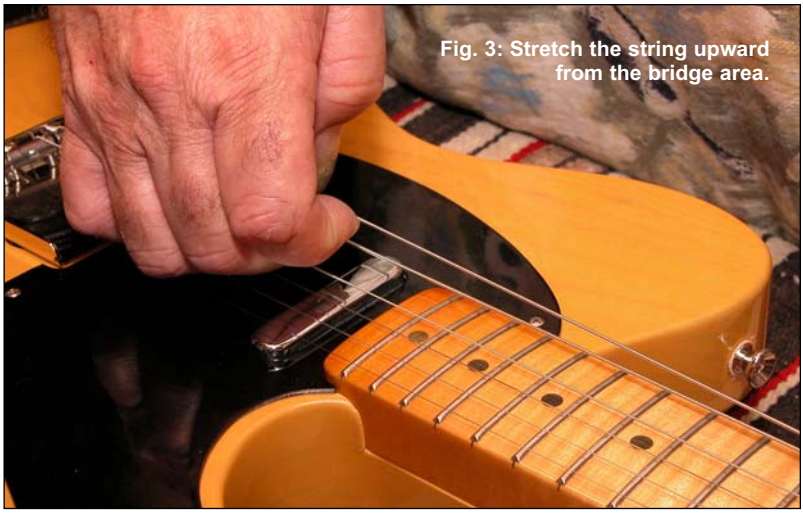

Fig. 3: Stretch the string upward from the bridge area.
C. About 3 to 4 inches before the string reaches the saddles on the bridge (*fig. 3*).
h. Grasp the string about 3 to 4 inches in front of the bridge (*fig. 3*) and pull up with a gentle motion and stretch the string from the